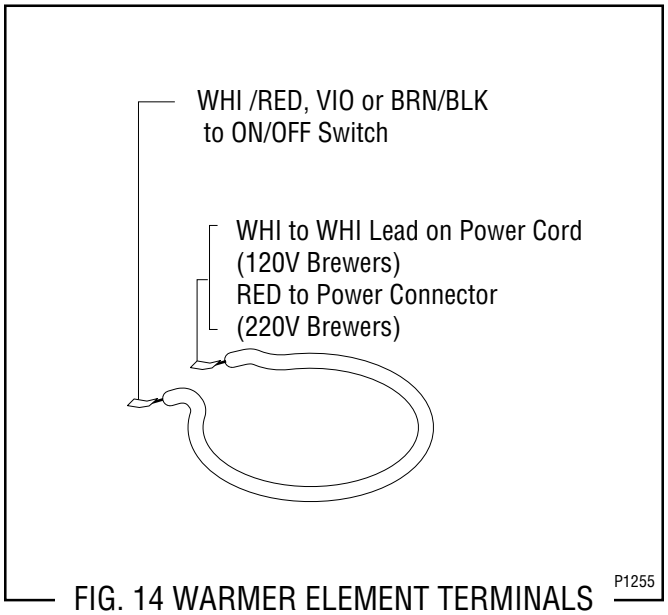

FIG. 14 WARMER ELEMENT TERMINALS P1255
8. Refer to Fig. 14 when reconnecting the wires.